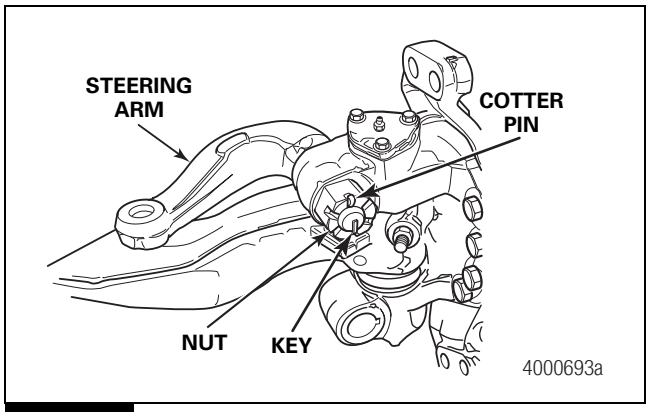

Figure 6.35
1. Press the key into the slot in the arm. Install the steering arm into the knuckle. Figure 6.35.